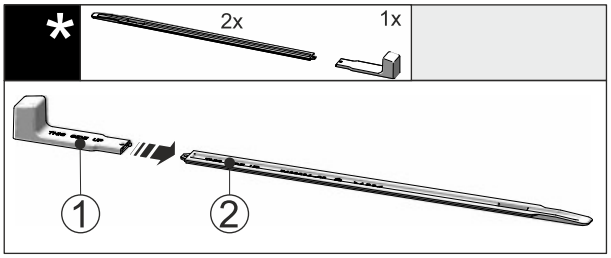

Fig. 45
▶ Atașați mânerul de montare *Fig. 45 (1)* la șina de nivelare *Fig. 45 (2)*.